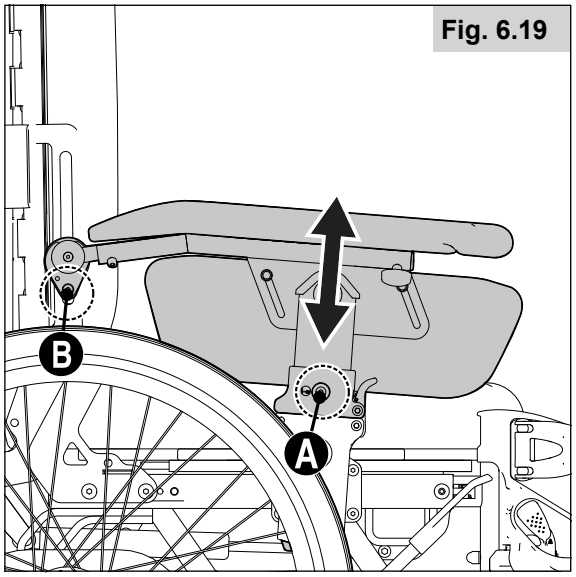

Fig. 6.19
6.18 Ajustar a altura dos apoios para os braços (Fig. 6.19)